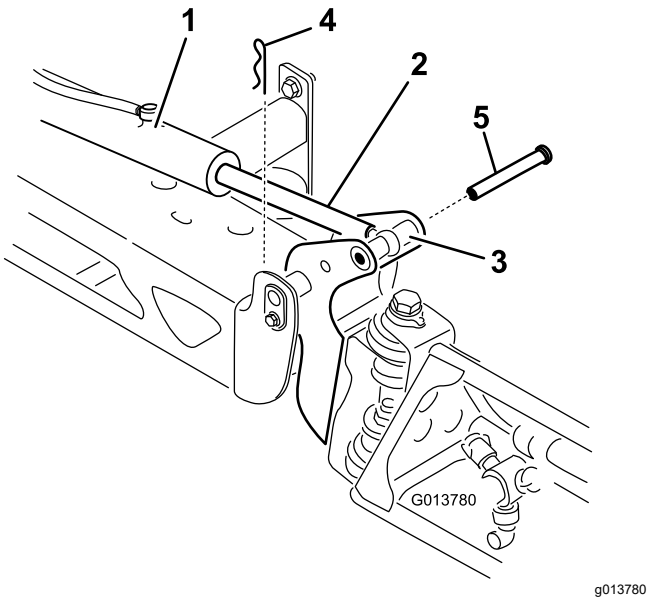

Figura 113
2. Retire o contrapino do pino de articulação (Figura 113).
3. Eleve rampa e retire o pino (Figura 113) e lentamente baixe a rampa para o solo.
9. Enquanto segura na rampa, insira o pino através tanto da articulação da rampa como da extremidade da barra (Figura 113).